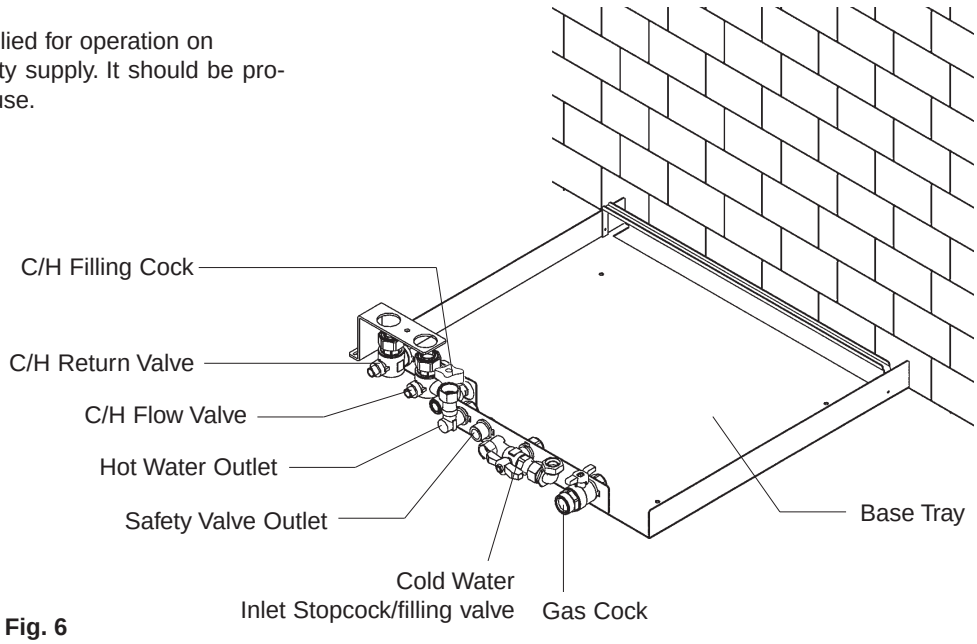

Fig. 6
To remove the base plate from the appliance, push to release the control panel door, locate the small tool inside and undo the two screws securing the front panel to the appliance and remove. Loosen and undo the Central heating flow and return unions, cold water inlet union, hot water outlet union, gas union and safety valve union. See figs 6 & 10.
5.3.1 The appliance is floor standing. Place the base plate on a smooth firm and level surface. The back of the base tray can be pushed flush against the back wall if necessary (this will still allow piping behind the appliance see figs 6 &11). Special floor protection is not required and the floor must be capable of supporting the weight of the appliance See section 3..
5.3.6 Figs. 6 and 15 show the locations of the fittings.